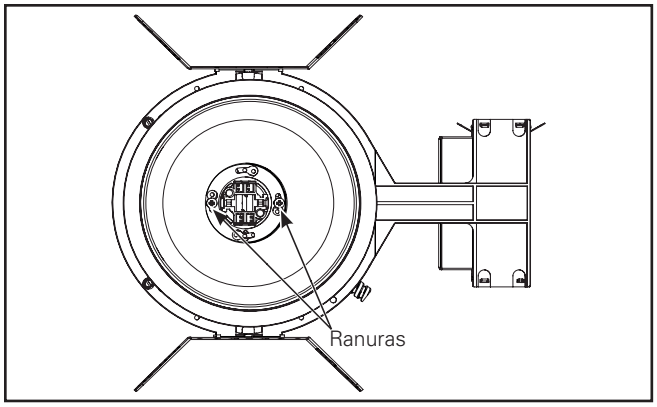

Figura 2.
2. Sujete la moldura a la unidad del portacasquillo con (2) tornillos a través de las chaveteras. (Figura 2.)